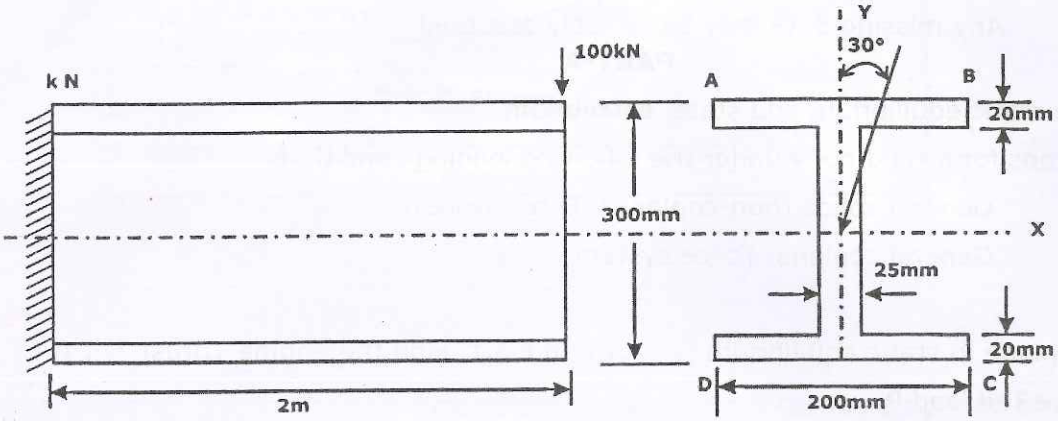

Fig.3
b. For the cantilever beam shown in Fig.3, supporting 100 kN load at the tip in a plane inclined at 30° to the right of the vertical plane find the value of bending stress at points A, B, C and D, at the root end. **08**